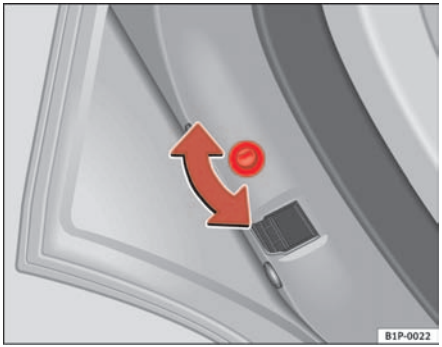
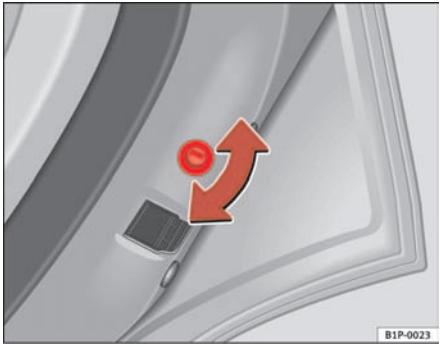

Fig. 43 Child safety lock on the left hand side door
Fig. 44 Child safety lock on the right hand side door
– With the door open, rotate the groove in the door using the ignition key, anti-clockwise for the left-hand side doors, and clockwise for the right-hand side doors ⇒ page 72, fig. 43, ⇒ page 72, fig. 44.
– With the door open, rotate the groove in the door using the ignition key, anti-clockwise for the right-hand side doors, and clockwise for the left-hand side doors ⇒ page 72, fig. 43, ⇒ page 72, fig. 44.